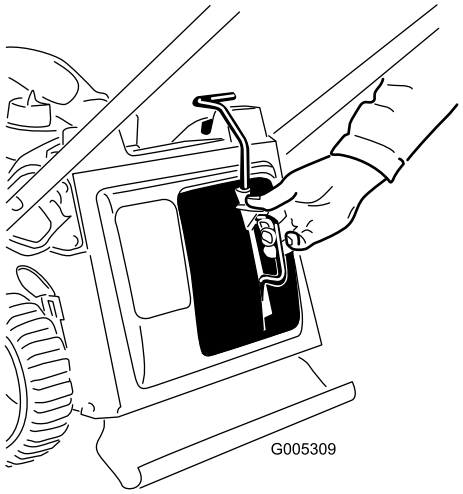

Figur 26
3. Sätt i mullningspluggen (Figur 26).